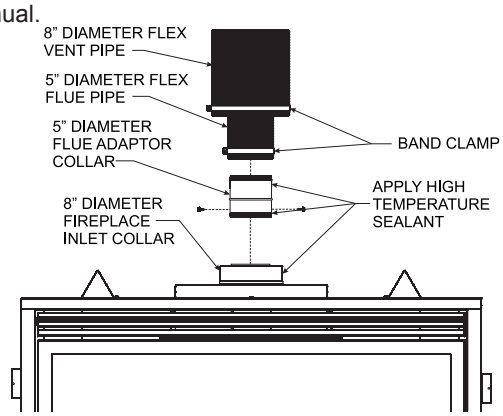

**Figure 66**
9. Apply sealant to the outside of the flue pipe adapter and connect to the flex flue pipe. Then insert the adapter into the fireplace flue. Secure flue adapter to the fireplace flue with a minimum of two screws provided. **See Figure 66.**